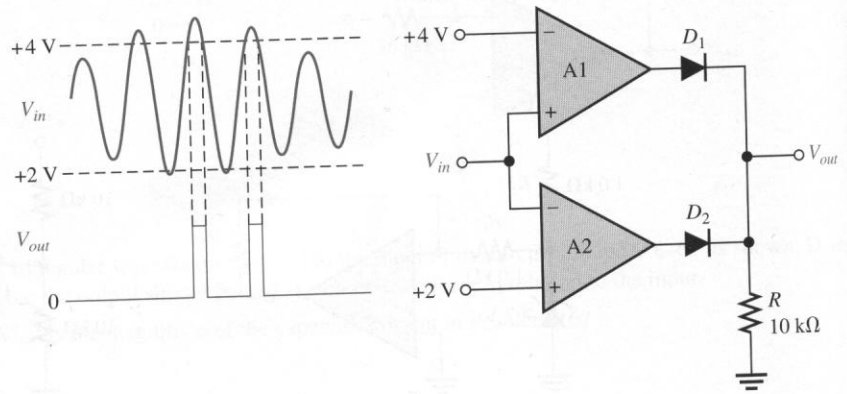

FIGURE 8–65
24. The sequences of voltage levels shown in Figure 8–66 are applied to the summing amplifier and the indicated output is observed. First, determine if this output is correct. If it is not correct, determine the fault.